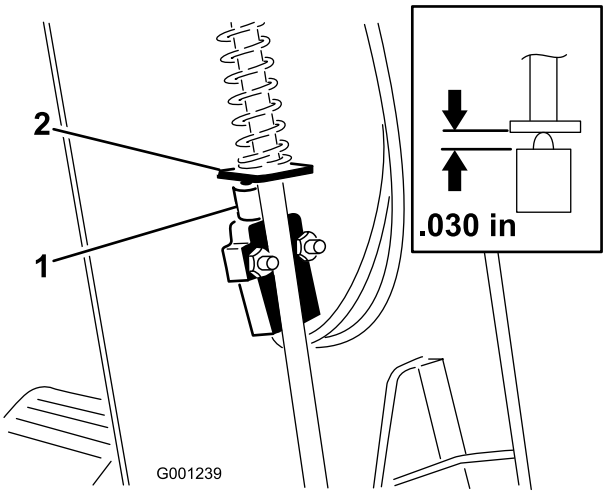

Figur 62
3. Skjut upp kåpan längs med styraxeln för att exponera PARKERINGSBROMSBRYTAREN (Figur 62).
5. Rikta in parkeringsbromsspakens vinge med brytarkolven (Figur 62).
6. Tryck ner parkeringsbromsstången och tryck upp brytaren tills brytarkolvens sammanpressade längd är 0,76 mm (Figur 62, infogad bild).